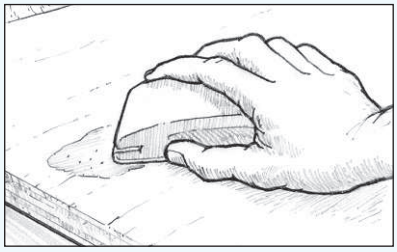

Figur 23 Slipa spacklet jämnt med omgivande yta.
6. Slipa spacklet jämnt med den omgivande ytan (Figur 23). Börja med 50 slippapper om det är mycket som ska slipas bort. Använd 80 slippapper för slutslipningen.